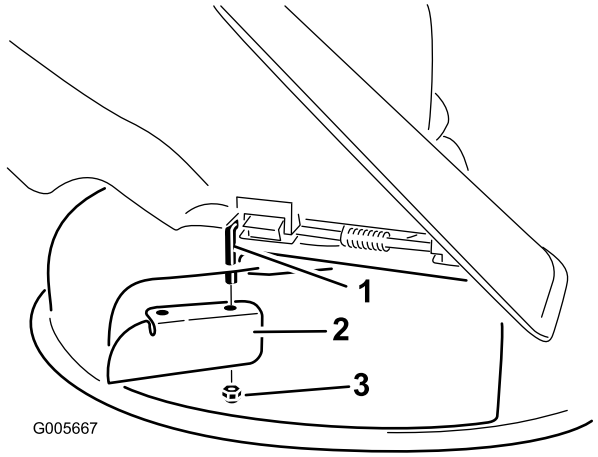

Figura 10
2. Instale el tabique en la varilla de pivote (Figura 10). Sujete el tabique al cortacésped con la contratuerca (5/16 pulgada)(5/16 pulgada).